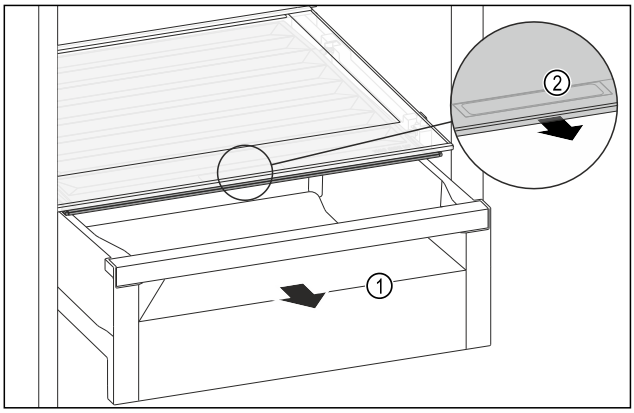

Fig. 184
▶ Pull out the drawer *Fig. 184 (1)*.
▶ Grasp the recessed grip *Fig. 184 (2)* on the compartment lid and pull the compartment lid forwards at the same time.